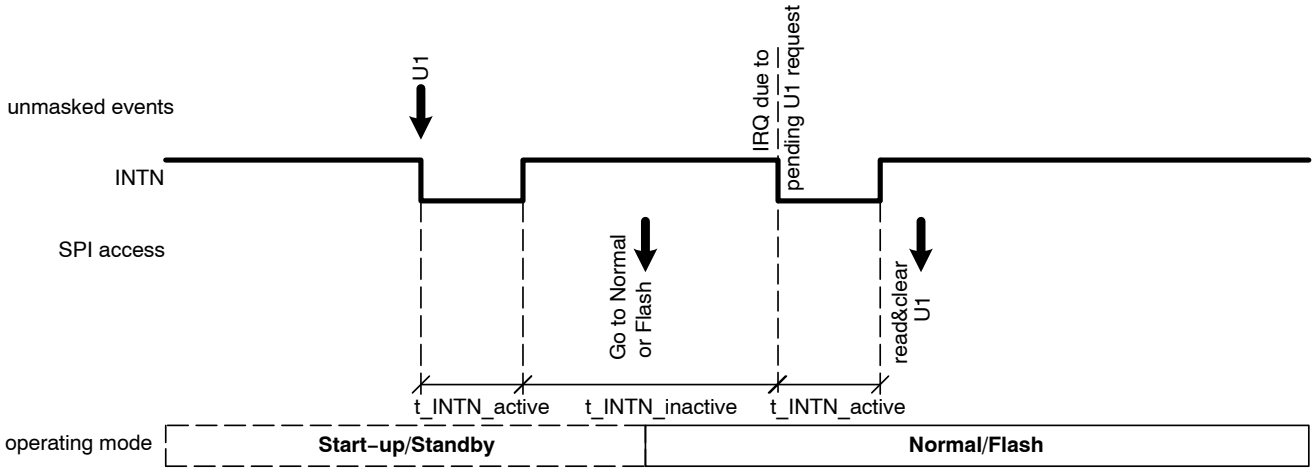

Figure 17. Interrupt Request Handling during a Transition to Normal Mode
- All event flags are preserved when transitioning from Start−up to Normal mode − see Figure 17.
- All event flags are preserved when transitioning from Standby to Normal mode − see Figure 17.